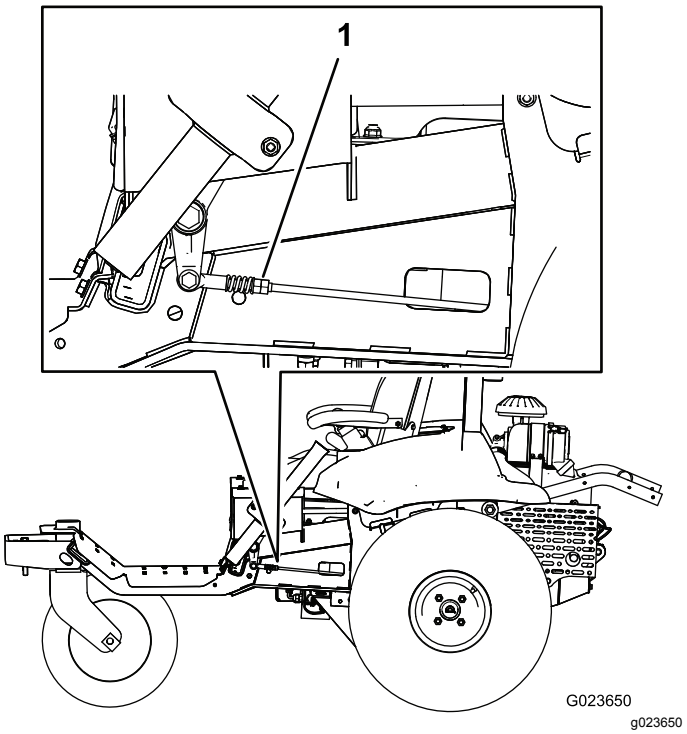

Figur 61
7. Drej langsomt dobbeltmøtrikkerne på forbindelsen på den ene side af maskinen (Figur 61), indtil hjulet på den side begynder at dreje, og drej derefter dobbeltmøtrikkerne i modsat retning, indtil hjulet drejer i den anden retning.